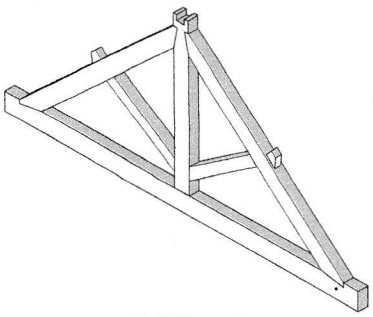
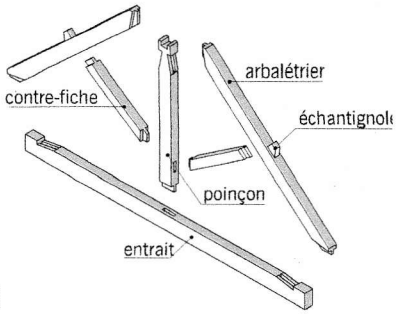

fig. 5.3 | ferme
fig. 5.4 | éléments constitutifs d'une ferme
■ La **ferme** (fig. 5.3) : ouvrage, le plus souvent de forme triangulaire, constitué de pièces assemblées. La ferme porte les *pannes*, les *chevrons* et les matériaux de couverture. Les éléments constitutifs d'une ferme courante sont (fig. 5.4) :
■ L'**échantignolle** ou **chantignole** (fig. 5.4) : cale prismatique en bois clouée sur l'arbalétrier et dont le rôle est de soutenir les pannes intermédiaires.